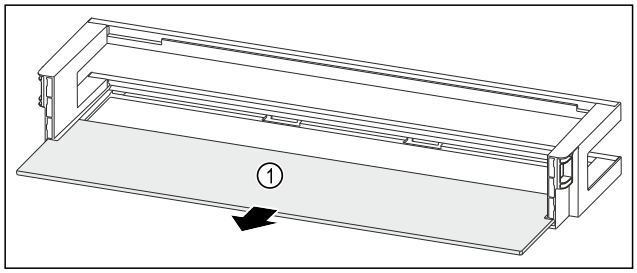

Fig. 109 Door racks with shelf
▶ Remove the shelf *Fig. 109 (1)*.